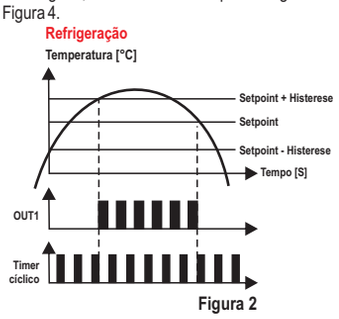

Figura 2
- 1º estágio atrelado ao timer cíclico (timer inicia ligado na energização) (F22=2): nesta configuração o timer cicla conforme os tempos configurados na F20 ([t On]) e F21 ([t OFF]). O **1º estágio** começa a ciclar quando a temperatura atinge SP1+ F06 (se **1º estágio** estiver configurado como refrigeração) ou SP1 - F06 (se **1º estágio** estiver configurado como aquecimento), como mostra a Figura 2.